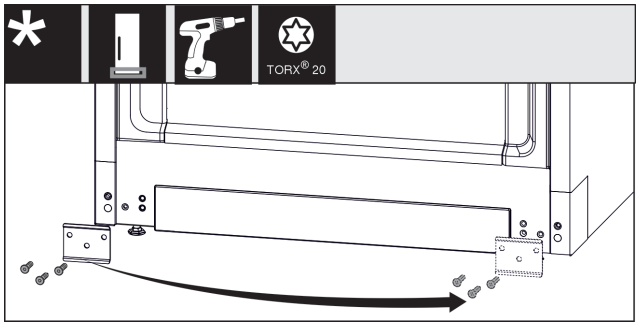

Fig. 15
▶ Открутите пластину *Fig. 15 (1)*, переставьте на другую сторону и снова прикрутите.